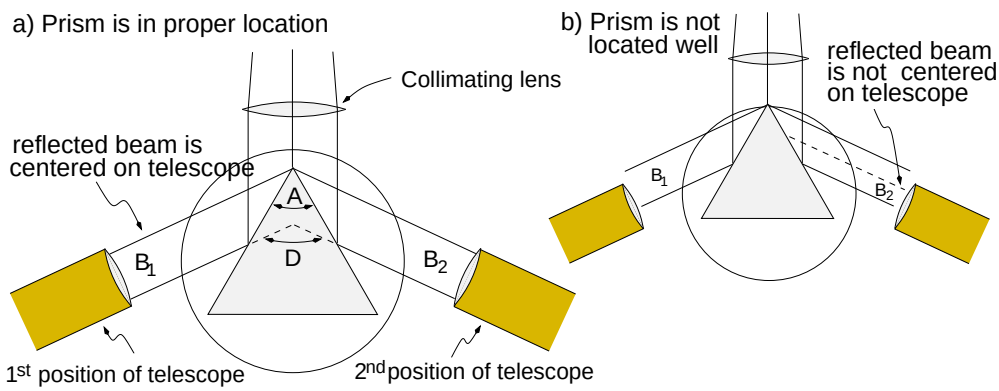

Figure 3: Proper, a), and improper, b) prism locations.
1. Mount the prism (in holder) on the dowel pins (in the prism table) so that the prism is far enough from the collimator that beams B_1 and B_2 are centered with respect to the spectrometer axis; otherwise much of the reflected light may miss the telescope. Turn the table so that the apex angle A (Fig. 3) splits the beam into nearly equal parts.
4. Then with telescope in the 2nd position, set on the slit image. The change in reading of the *same* angle scale should be the angle D. (See Fig. 3.) *Be sure you don't get the angle scales mixed up and subtract the first reading of angle scale 1 from a reading of angle scale 2.* Also some students incorrectly handle the subtraction when the scale passes through 360° or 0°.